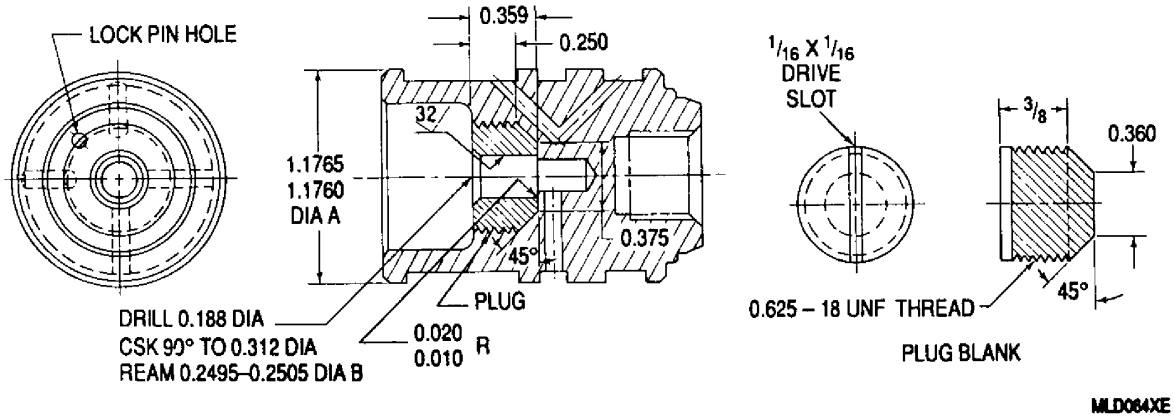

Figure 18. Starter Shaft Plug−Transfer Tube Bore Repair
a. Rework worn transfer tube bore to dimensions shown for 0.625−18 UNF thread (figure 18).